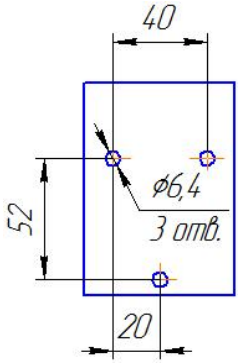

Рис.2
4.8 Схему расположения отверстий крепления на стене кронштейна поста газоразборного см.рис.2.